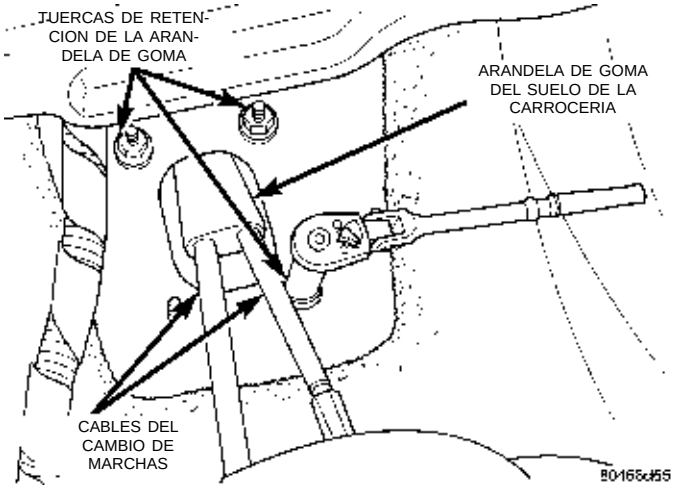

Fig. 12 Tuercas de retención de la arandela de goma (interior)
(6) Tire de los cables hacia arriba para extraerlos de la ménsula del transeje.
(7) Retire la consola del vehículo. Consulte el Grupo 23, Carrocería.
(8) Retire las tuercas de retención de la arandela de goma del suelo de la carrocería (Fig. 12).